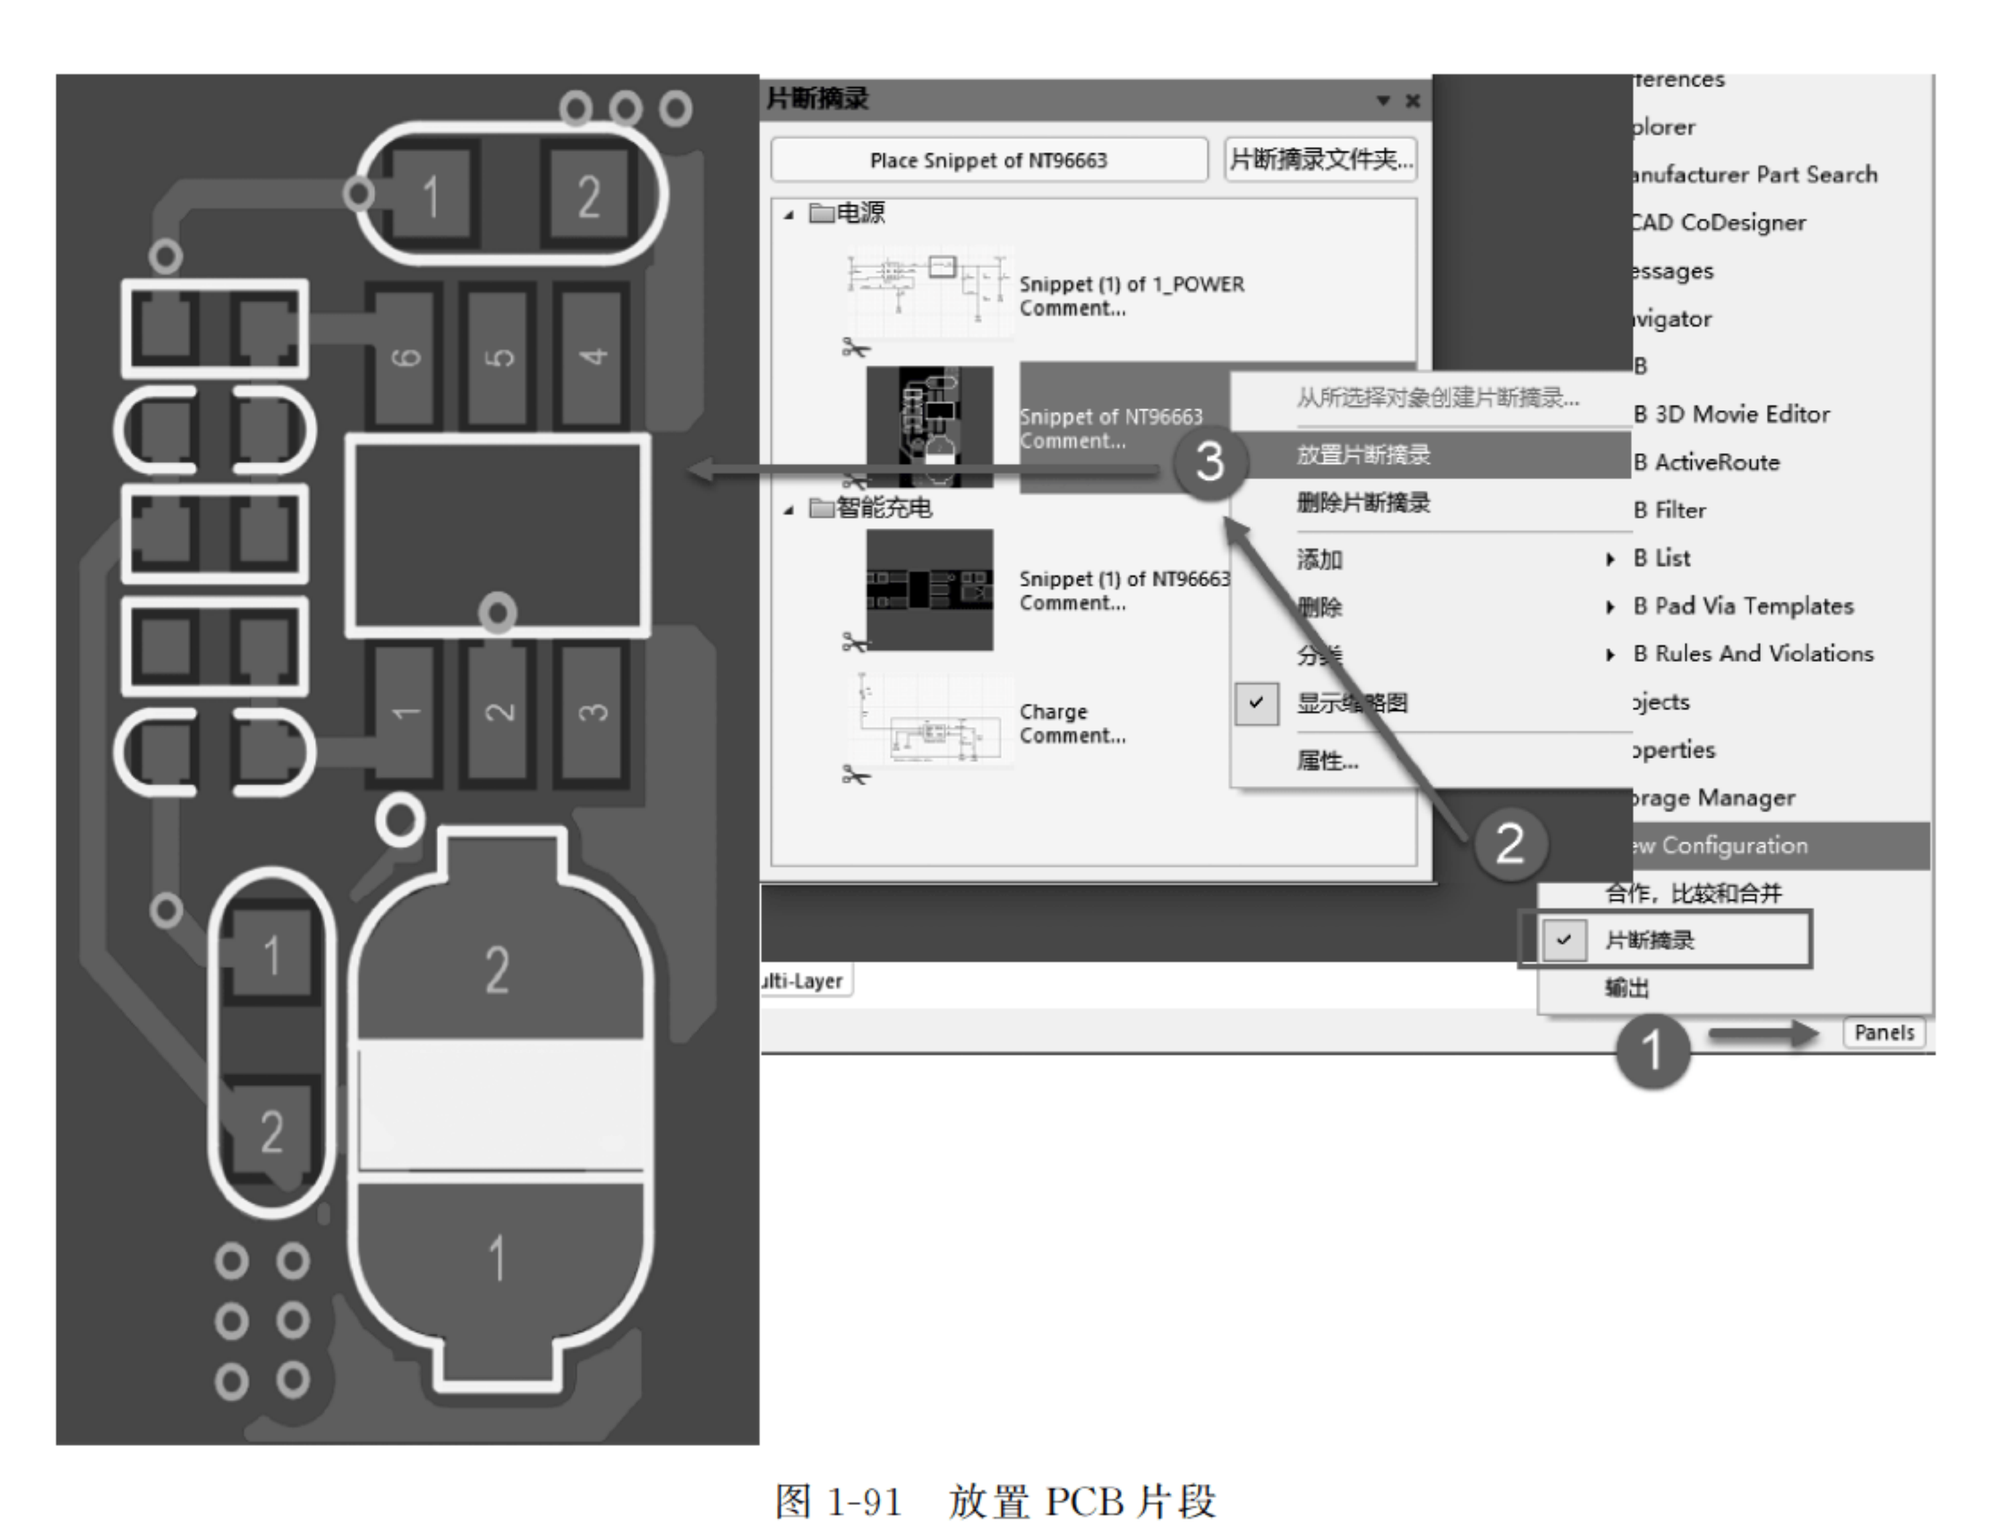
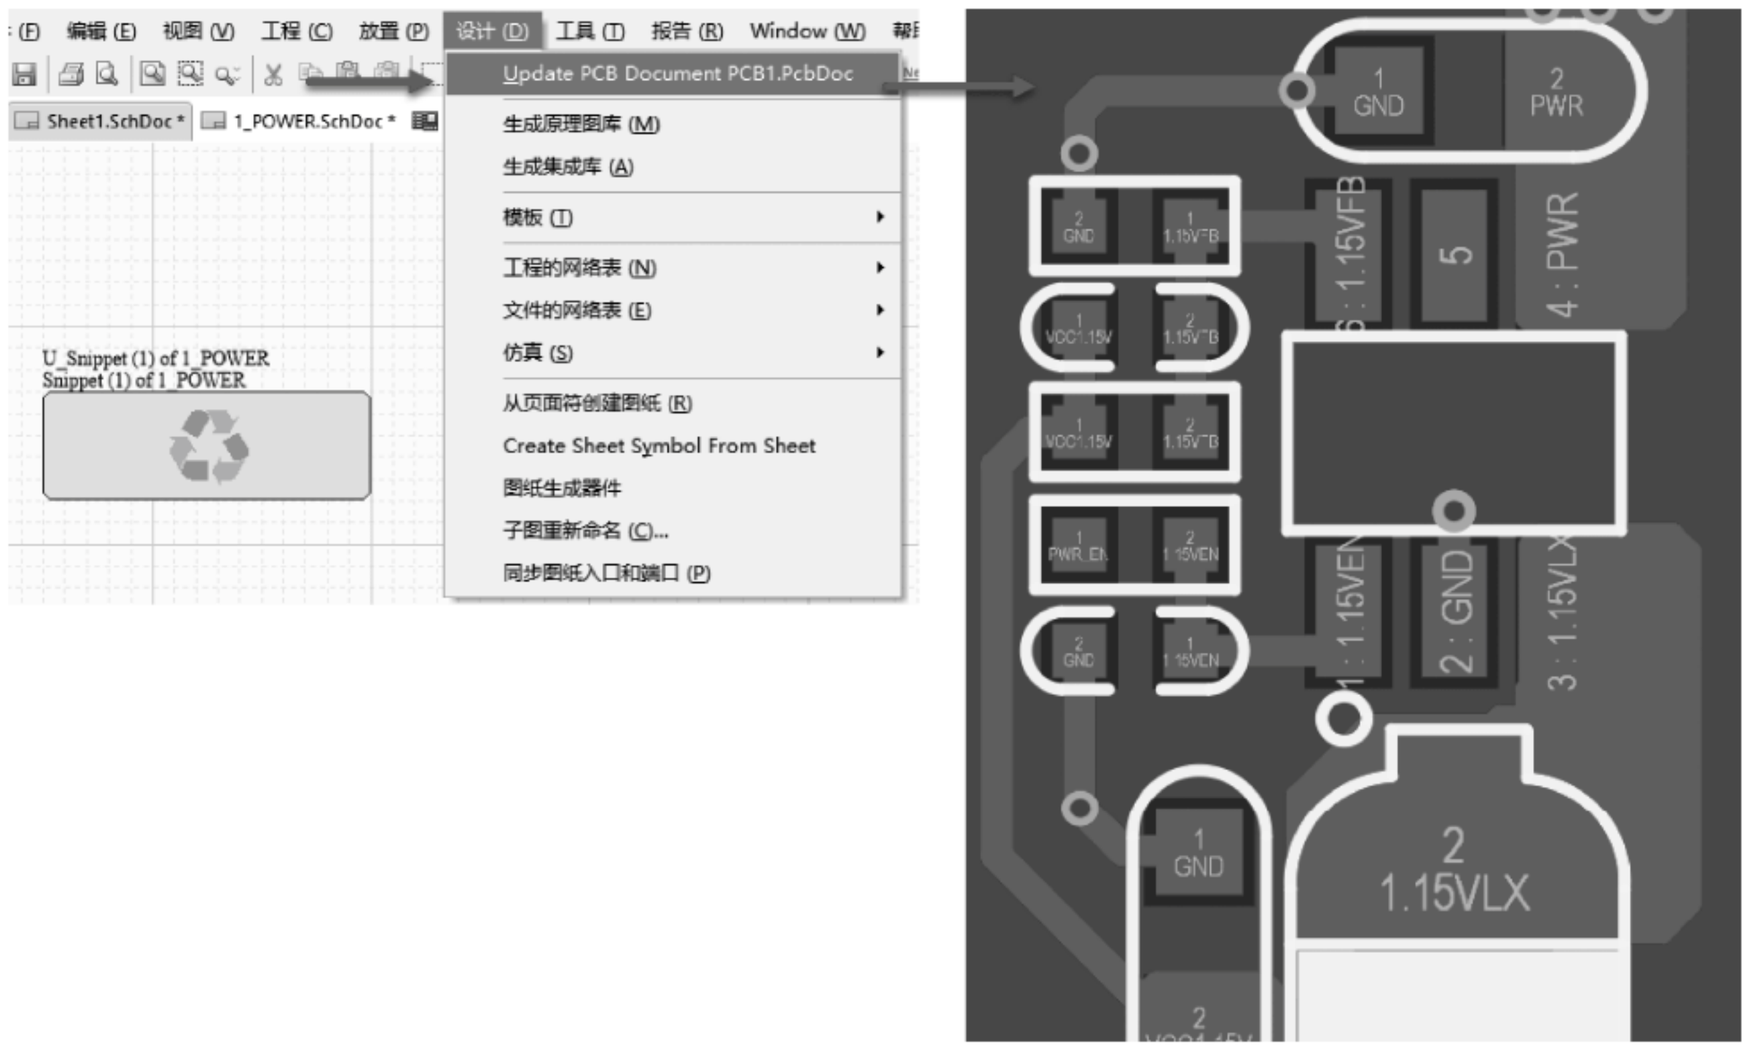

图 1-91　放置 PCB 片段
图 1-92　更新原理图信息到 PCB
(7) 在 PCB 中放置 PCB 片段。单击 PCB 编辑界面右下角的 Panels→“片段摘录”命令,打开“片段摘录”对话框,选中相应的 PCB 片段右击,从弹出的快捷菜单中执行“放置片段摘录”命令,将 PCB 片段放置到 PCB 中,如图 1-91 所示。
(8) 从图 1-91 可以看到从片段中放置出来的 PCB 电路是没有网络的，这时需要执行更新原理图信息到 PCB 的命令。按照常规的方法将原理图更新到 PCB，相应的网络即可更新到 PCB 中，如图 1-92 所示。至此，后面的步骤和普通的 PCB 绘制没有什么区别。